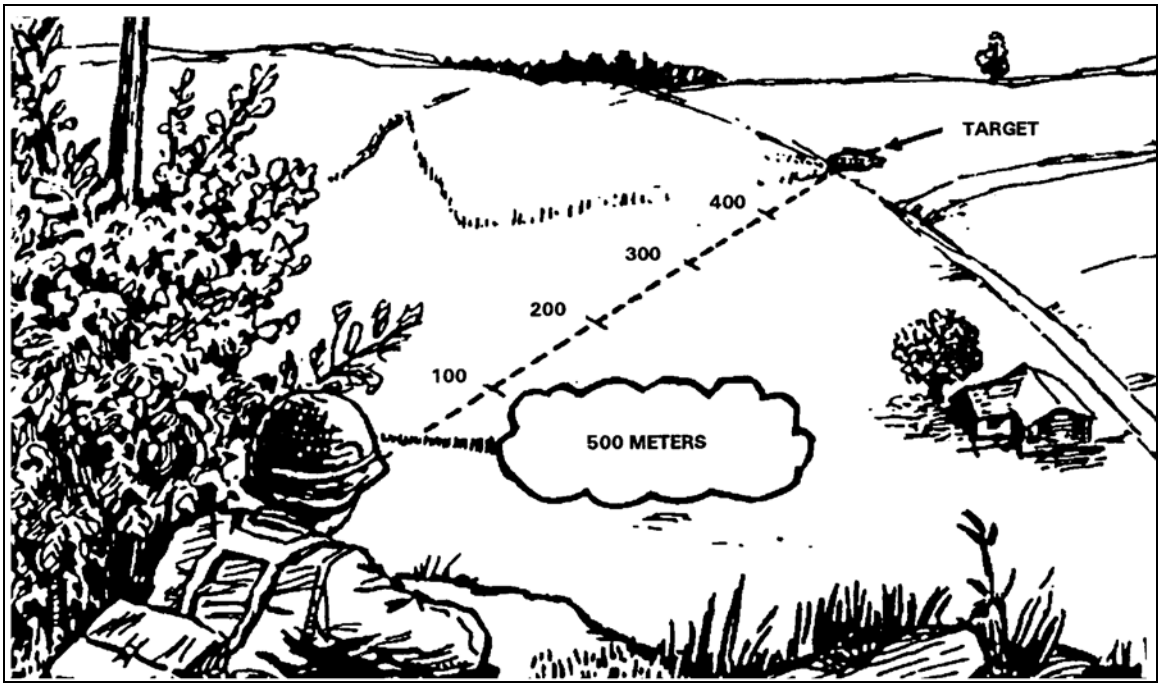

Figure 6-4. Application of the 100-meter unit-of-measurement method.
a. **100-Meter Unit-of-Measurement Method**. Visualize 100 meters on the ground (this takes practice). Then estimate how many 100-meter units lie between you and the target (Figure 6-4).